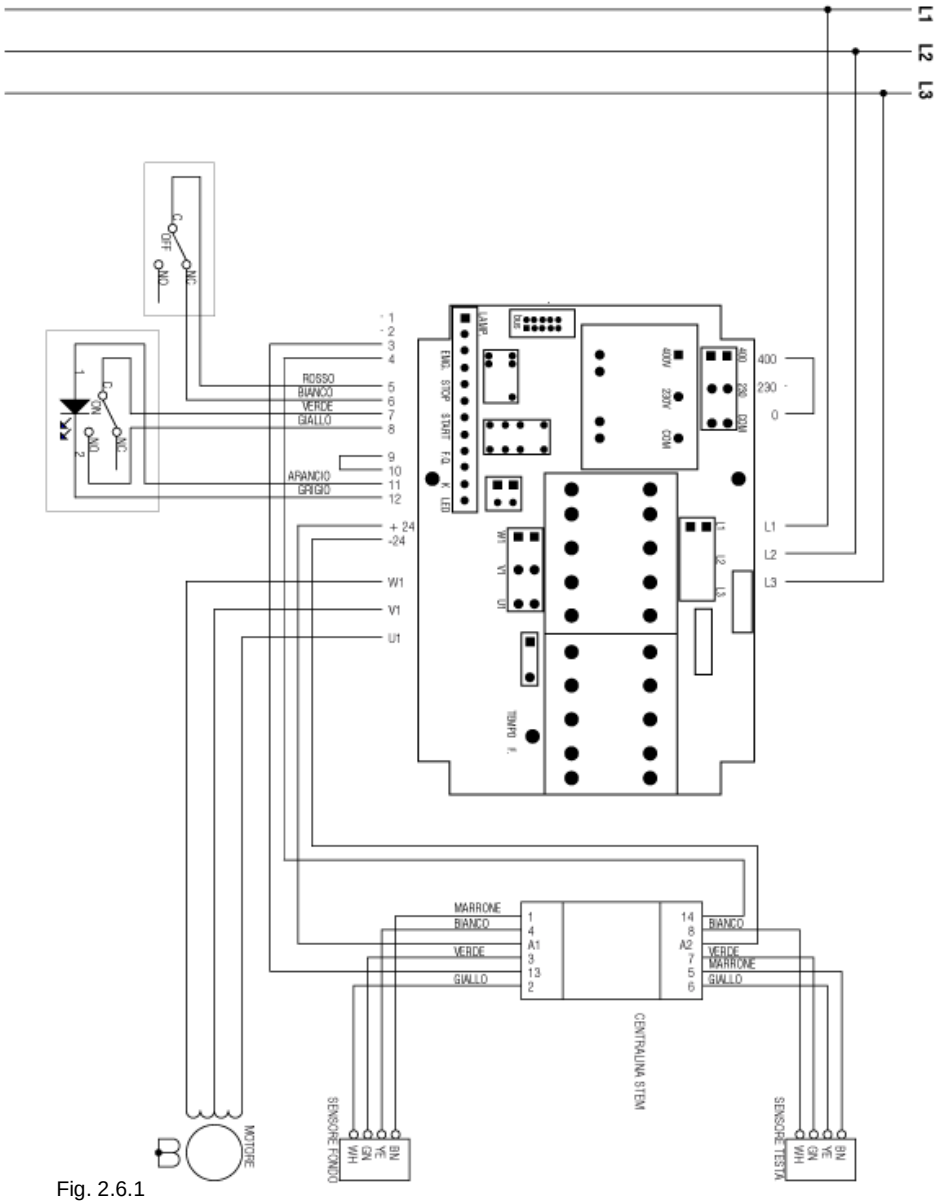

Fig. 2.6.1
2.6.1 Schema elettrico trifase a 400V (Fig. 2.6.1)